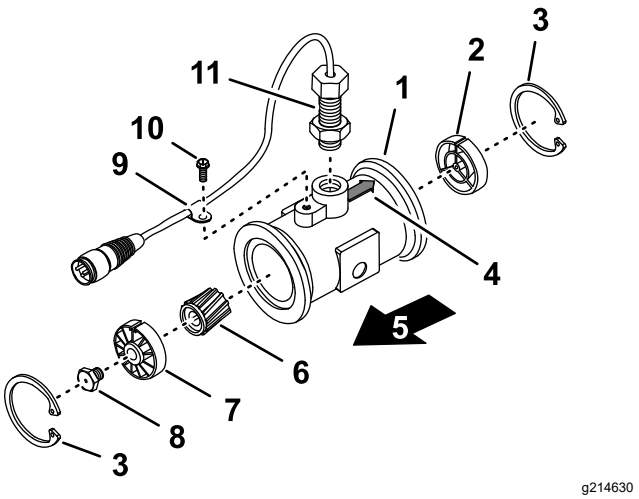

**Figur 121**
3. Ta bort fästringen på uppströmssidan (Figur 121).